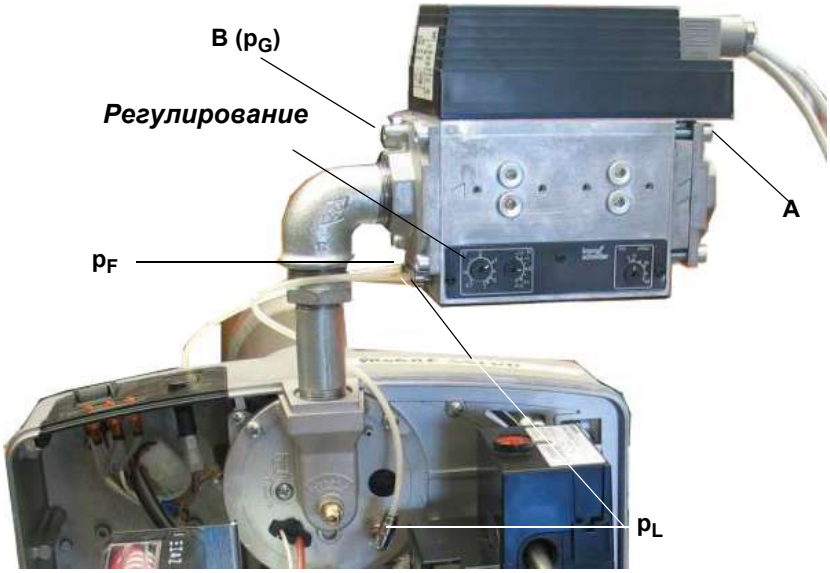
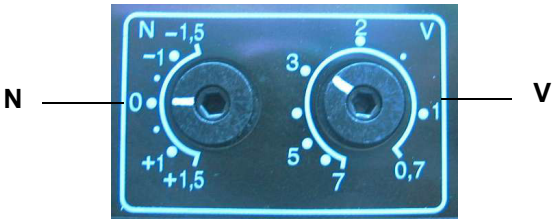

Рис. 22
Рис. 23
Передаточное соотношение **V** - следующее (см. рисунок Рис. 22 - Рис. 23):
1 Включить горелку на малом пламени: если горелка не запускается, повернуть слегка **N** ів направлении + и повторить запуск (см. Рис. 23). Замерить давление газа $p_G$ на **B** (см. рисунок Рис. 22)
2 Замерить давление воздуха $p_L$ на горелке (см. Рис. 22) и отрегулировать давление газа на **N** (см. Рис. 23)
3 Перевести горелку, по возможности плавно, в режим большого пламени и отрегулировать на **V** (см. рисунок Рис. 23) давление газа на основании мощности котла.
6 Снять анализы уходящих газов и на **N** (см. рисунок Рис. 23) отрегулировать давление газа по значениям анализов
11 Не закрывать штуцер $p_F$ , если он имеется в наличие, и если он не использовался (vedi figura Рис. 22)
**V** = Не регулировать передаточное соотношение на слишком высокое значение! Давление газа на **B** ниже давления газа на **A** (см. рисунок Рис. 22) минус потеря давления компактного блока.
2 Замерить давление газа **A** и **B** (см. Рис. 22)